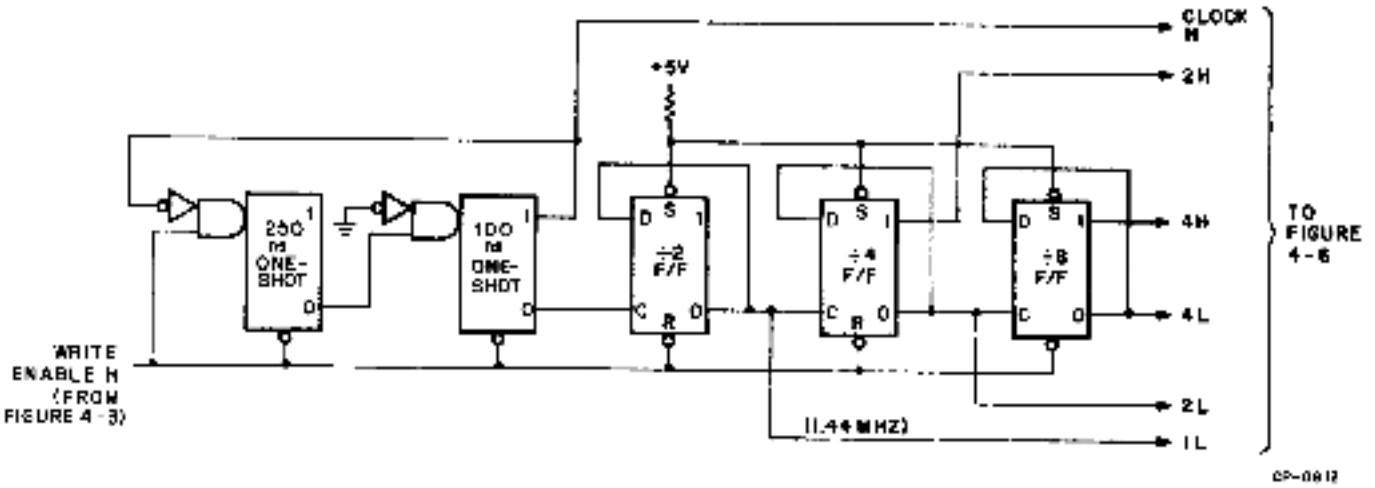
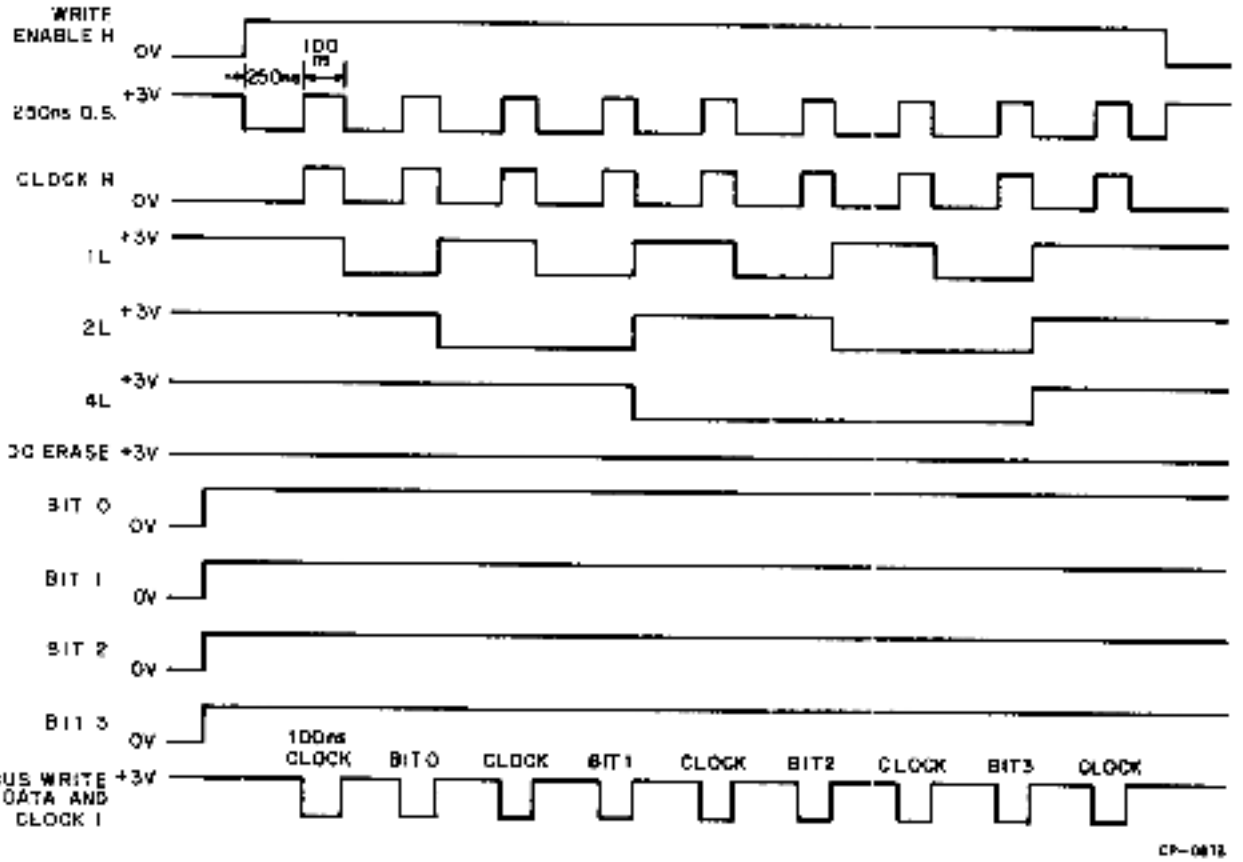
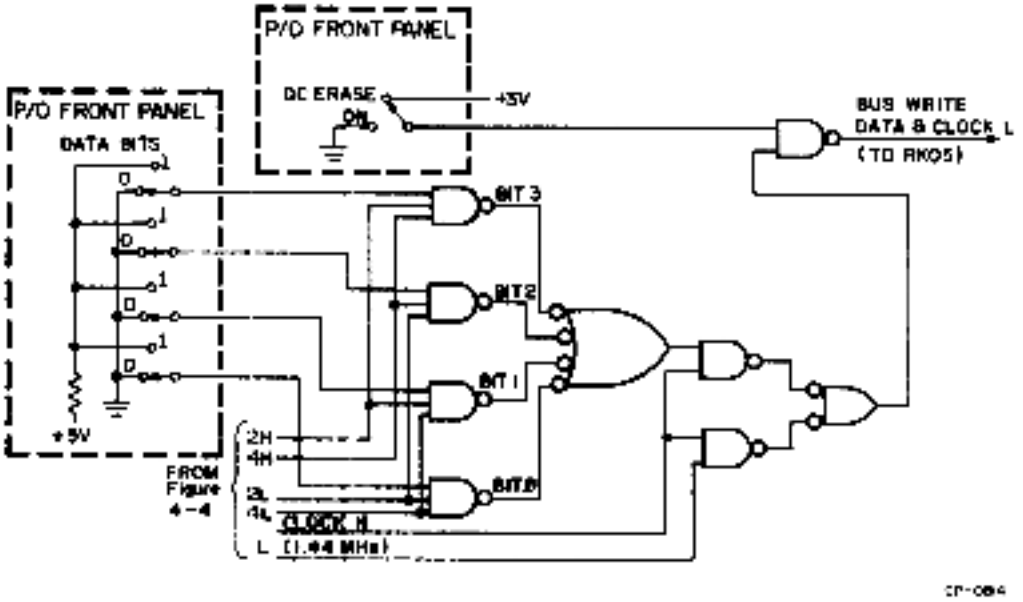

Figure 4-4 Write Clock
Figure 4-5 Write Clock and Multiplexer Timing Diagram
Figure 4-6 Clock and Data Multiplexer Logic
4.3.1.3 Write Clock – The write clock generates the clock pulses and control signals necessary to gate clock pulses and data bits through the clock and data multiplexer (Figure 4-4). See timing diagram (Figure 4-5) for logic operation. Note that the clock runs as long as **WRITE ENABLE H** is asserted.
4.3.1.4 Clock and Data Output Multiplexer – The clock and data output multiplexer serially outputs the clock pulses and data bits such that each data bit is preceded and succeeded by a clock pulse (Figure 4-6). Referring to Figure 4-5, note that the initial clock pulse is generated on the first assertion of **CLOCK H**. On the second assertion of **CLOCK H**, 1 L is cleared and the bit 0 AND gate is satisfied, gating bit 0 on to the output line. On the third assertion of **CLOCK H**, 1 L is asserted again generating a second clock pulse and so on.